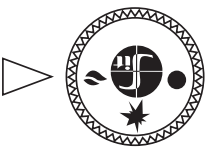

Рис. 11.
7.4. В этом положении ручка управления удерживается **нажатая до упора**, одновременно нажимается (при необходимости несколько раз) кнопка пьезовоспламенителя, пока не загорится пилотная горелка (см. в смотровое окно). После того как загорится пилотная горелка, ручка **удерживается в нажатом состоянии не менее 30 секунд**, после чего ручка отпускается и переводится в положение **«факел»** (рис. 11). При первом пуске котла необходимо держать котёл на пилотной горелке не менее 3 минут, после чего переводить в положение «факел». При переводе ручки управления в положение **«факел»**, подача газа к главной горелке разблокируется.